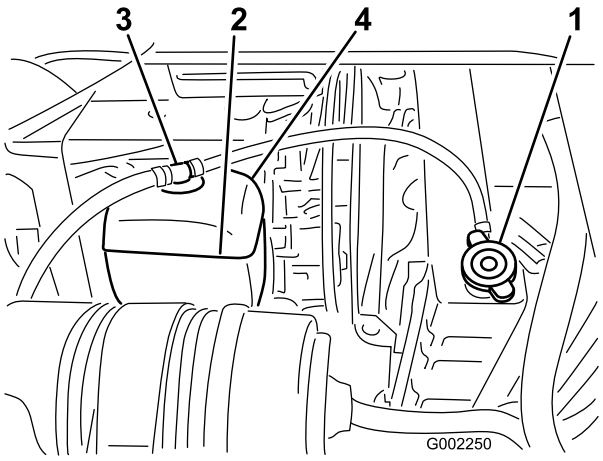

Figur 52
2. Ta av kylarlocket när motorn är kall (Figur 52).